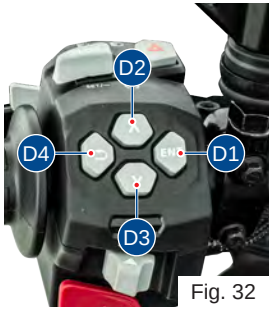

Fig. 32
B) Electric starter cum engine kill switch (ref. Fig. 32)
- Keep the vehicle stationary and switch 'ON' the ignition. After the self-check of instrument cluster, press the 'ENT' (D1) button to enter menu function **(ref Fig. 32).**
- Keep the vehicle stationary and switch 'ON' the ignition. After the self-check of instrument cluster, press the 'ENT' (D1) button to enter menu function **(ref. Fig. 32)**.